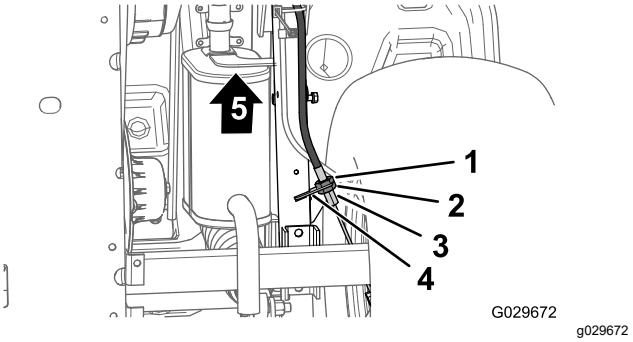

Figuur 68
3. Aan de onderkant van de machine: draai de achterste contramoer van de instelling van de parkeerrem-kabel 4 slagen los (Figuur 68).
4. Draai de voorste contramoer vast (Figuur 68).
A. Draai de voorste contramoer (Figuur 68) van de instelling van de parkeerrem-kabel 1 slag los.
B. Draai de achterste contramoer vast (Figuur 68).
A. Draai de achterste contramoer (Figuur 68) van de instelling van de parkeerrem-kabel 1 slag los.
B. Draai de voorste contramoer vast (Figuur 68).